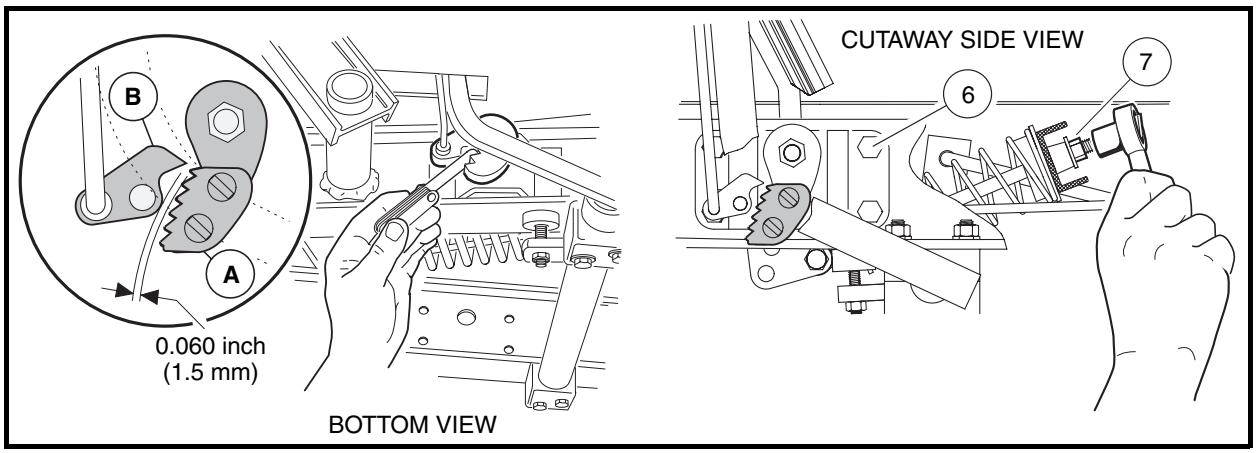

Figure 5-13 Park Brake Ratchet/Pawl Gap Adjustment
3.2. Adjust retaining nut (7) on spring support rod until there is a 0.060 inch (1.5 mm) gap between the pawl and the tips of the ratchet teeth. Use a feeler gauge to verify the gap **(Figure 5-13, Page 5-13)**. The gap should be consistent through range of pawl movement. If the gap is not consistent, loosen the four bolts (6) securing the accelerator pivot rod supports and adjust the supports. If the gap becomes smaller as the park brake pedal is pressed, move the pivot rod supports slightly rearward until the gap is consistent. If the gap becomes larger as the park brake pedal is pressed, move the pivot rod supports slightly forward until gap is consistent. **See following NOTE**.